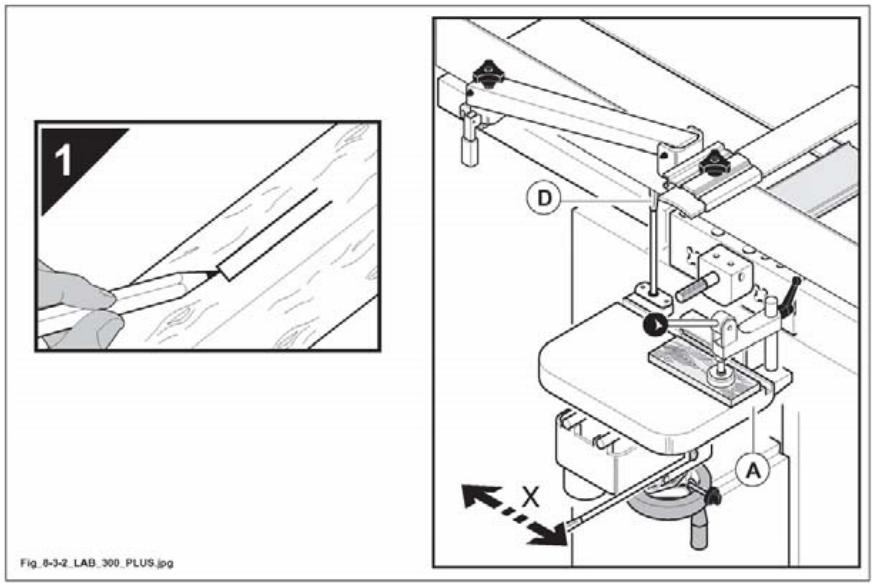

Abb. 8.3-2
- den Bereich des durchzuführenden Schlitzes auf dem Werkstück mit Bleistift markieren (1 Abb. 8.3-2).
- Den Quervorschub mit dem Hebel (D Abb. 8.3-2) in Abhängigkeit vom auszuführenden Schlitz testen und danach den seitlichen Anschlag anhand des Knaufs unter dem Tisch (A Abb. 8.3-2) einstellen.
für die Lochbeitelbearbeitung müssen eine Reihe von Bohrungslöchern in der Nähe ausgeführt werden, danach durch Hebel (D Abb. 8.3-2) den Tisch versetzen und die Aushöhlung vervollständigen.